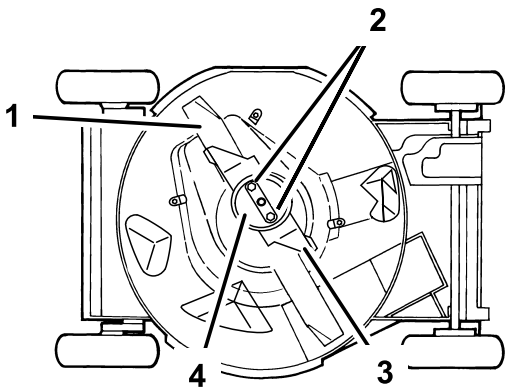

Bild 34
4. Kippen Sie den Rasenmäher auf die **rechte** Seite (Bild 34).
Fassen Sie das Ende des Messers mit einem dicken Handschuh an oder wickeln Sie einen Lappen um das Messer. Entfernen Sie die Messermuttern, die Antiskalpierkuppe, den Beschleuniger und das Messer (Bild 34).
5. Entfernen Sie die zwei Messermuttern, die Antiskalpierkuppe, den Beschleuniger und das Messer (Bild 34).